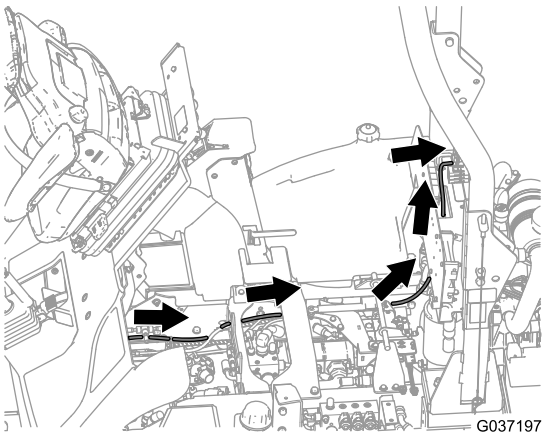

Rysunek 32
6. Poprowadź przewód wokół osi obrotu fotela, a następnie z powrotem w kierunku obszaru skrzynki bezpieczników (Rysunek 32).